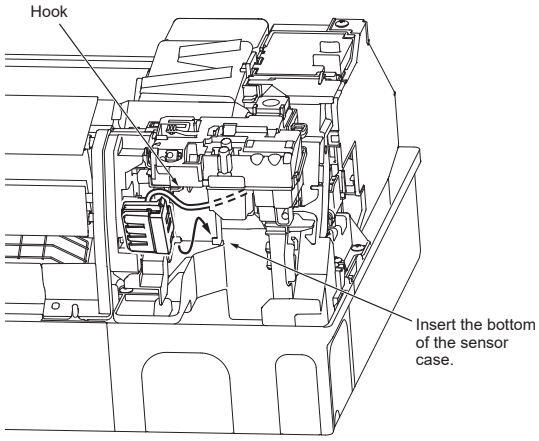

Fig. 3
4) Insert the refrigerant sensor in the direction of the arrow and then fix it with the hook. (Fig. 3)